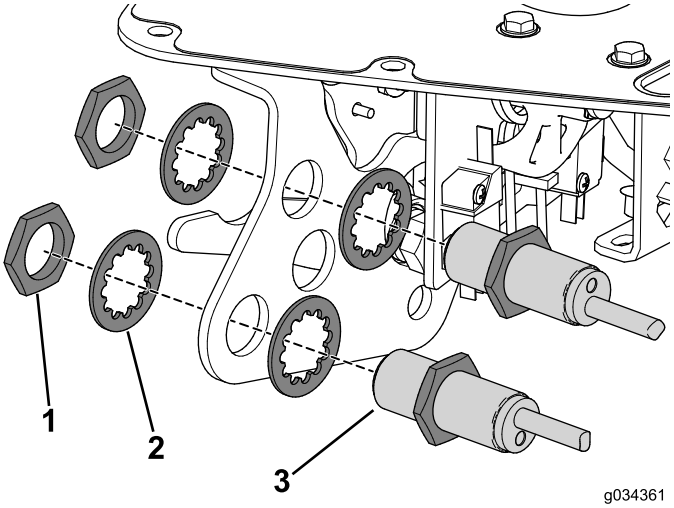

图23
3. 使用之前卸下的螺母和锁紧垫圈，将接近传感器固定到功能杆支架上（图23）。